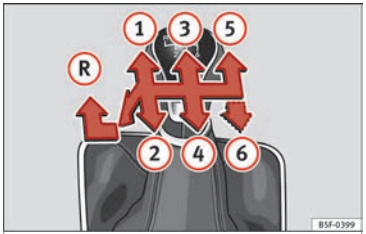

Fig. 48 Gear shift pattern of a 5 or 6-speed manual gearbox.
The position of the gears is indicated on the gearbox lever ››› **Fig. 48**.
- With the gearbox lever in neutral, push it downwards, move it to the left as far as it will go and then forwards to select reverse ››› **Fig. 48** (R).